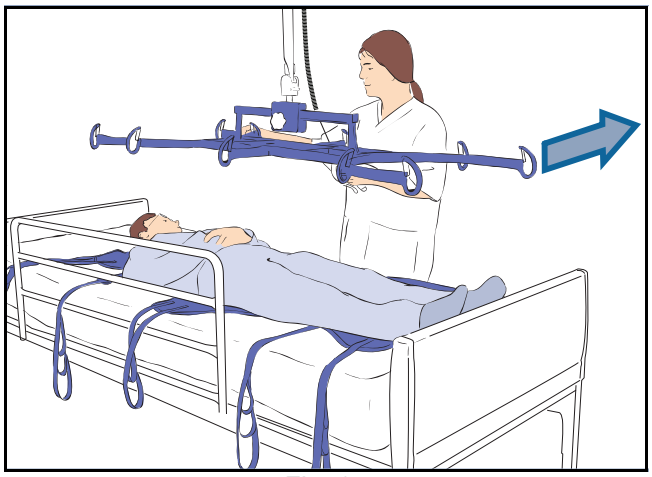

Fig. 17
12) Éloigner le cadre du patient (voir Fig. 17).